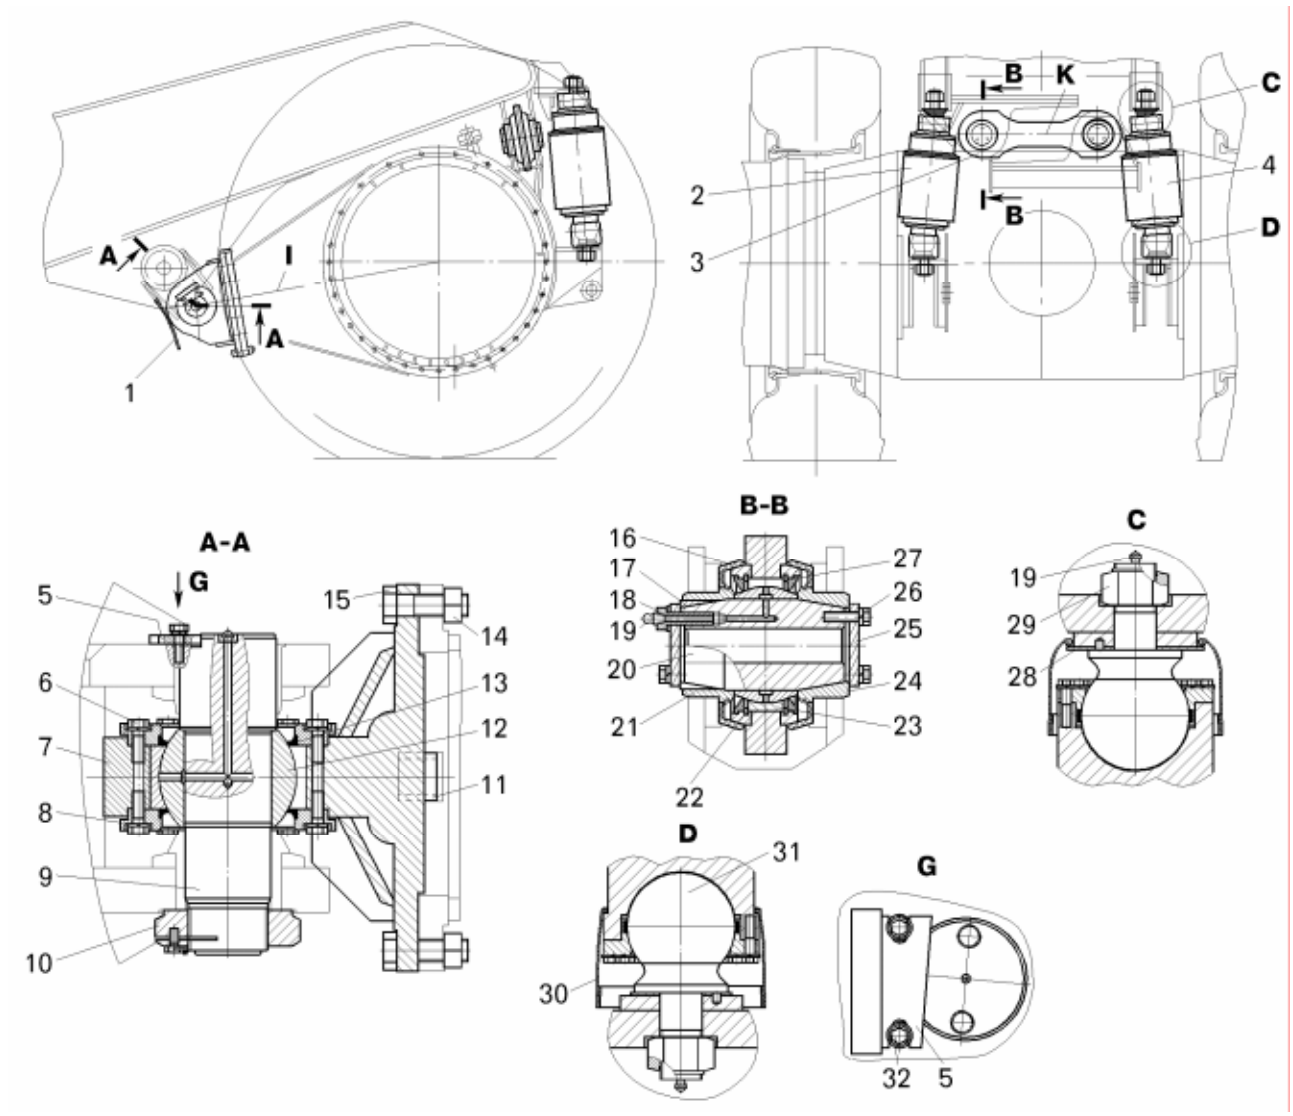

Рисунок 8.1.2 – Задняя подвеска:
Задняя подвеска – зависимая, состоит из двух пневмогидравлических цилиндров 2 и 4 (рисунок 8.1.2), поперечной штанги подвески 3, рычага заднего моста и проушины 7 с центральным шарниром.
– отвернуть гайку 29 (смотри рисунок 8.1.2) крепления нижней шаровой опоры цилиндра подвески к кронштейну заднего моста;